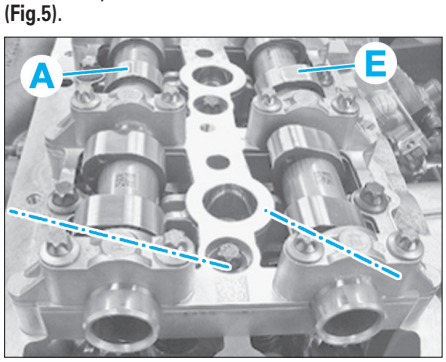

Fig. 5
• Les cames de l'arbre à cames d'admission (E) relatives au cylindre 1 sont inclinées vers le haut **(Fig.5)**.